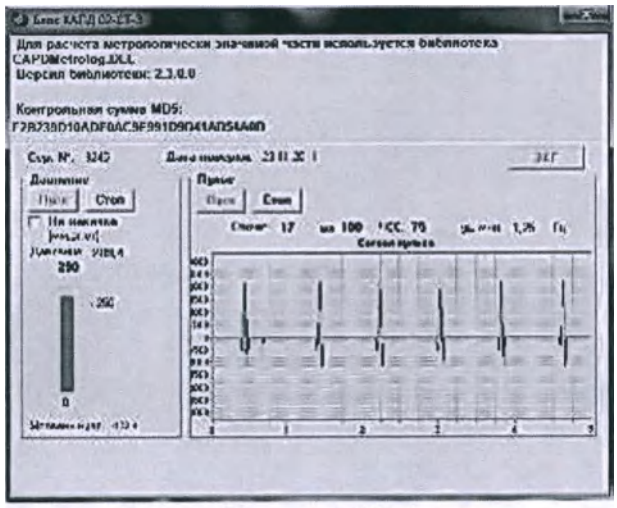

Рисунок 9.3
3.3.5.7.1.6 Нажимают кнопку «Пуск» в области окна «Пульс» программы (рисунок 9.3). На экране монитора отображается сигнал пульса, подаваемый с генератора ГФ-05РП. После накопления 100 отсчетов на экран монитора будет выведено среднее значение частоты пульса $ЧП_{ср}$. (Гц). Частоту, подаваемую с генератора, контролируют с помощью частотомера.
3.3.5.8.4 Нажимают кнопку «Пуск», в области окна «Давление» (рисунок 9.3). По умолчанию в программе установлен тест проверки блока давления в режиме «травления». Для выбора теста проверки блока давления в режиме «накачки» установите галочку в поле «На накачке» (рисунок 9.3)